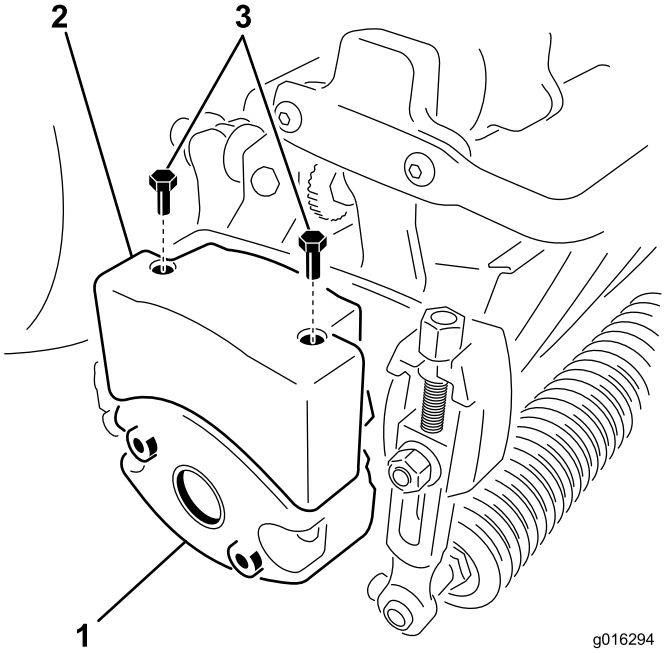

Figuur 10
4. Verwijder de 2 bouten waarmee het gewicht aan de zijkant van het maaidek is gemonteerd (Figuur 10).
6. Monteer een bovengewicht op het gewicht van de maaieenheid met 2 inbusschroeven (Figuur 10).